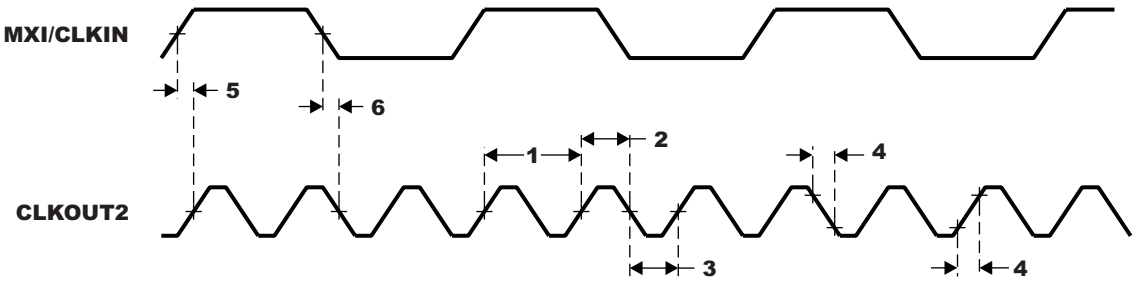

Figure 5-10. CLKOUT2 Timing
Table 5-8. Switching Characteristics Over Recommended Operating Conditions for CLKOUT2(1) (2) (see Figure 5-10)